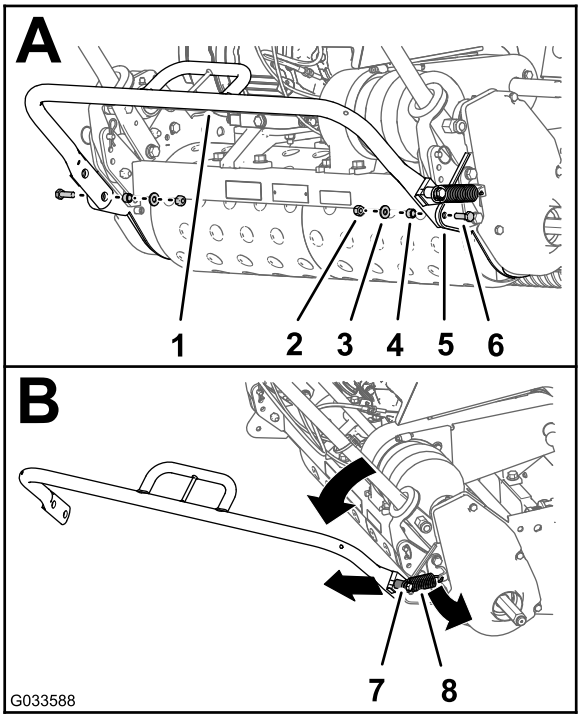

Figuur 2
1. Met de kickstandaard in de geheven-positie: verwijder de borgmoer, onderlegring, afstandsstuk, en schroef (5/16" x 1") waarmee de twee kanten van de kickstandaard zijn bevestigd aan de zijplaten (A in Figuur 2).
2. Verwijder de veer van de veerpen (1") van de kickstandaard (B in Figuur 2).